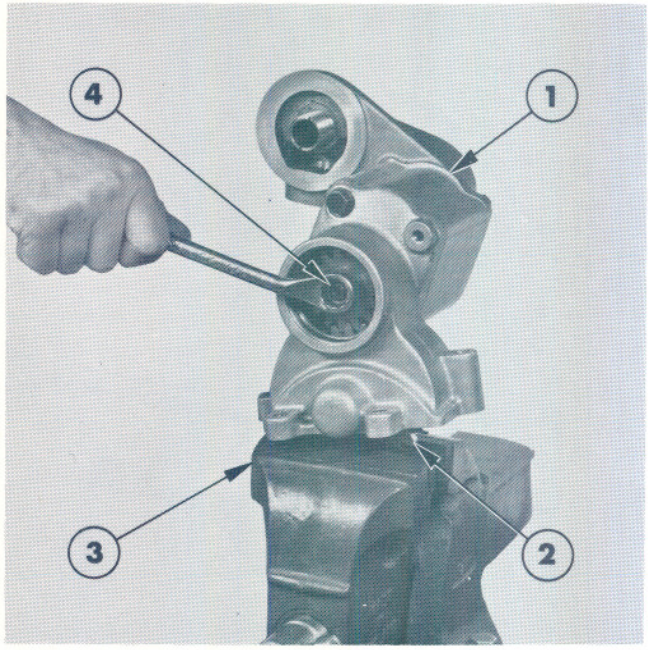

Figure 4
4. Mount the pump in a soft-jawed vice gripping the idler gear, see Figure 4.